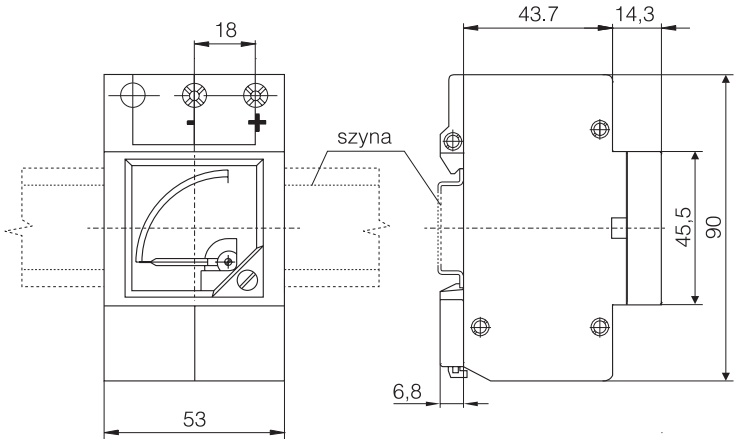

*Rys. 1. Wymiary zewnętrzne mierników EB16*
*) Dotyczy mierników EA16; wymiary części czołowej miernika EB16 wg rys. 1